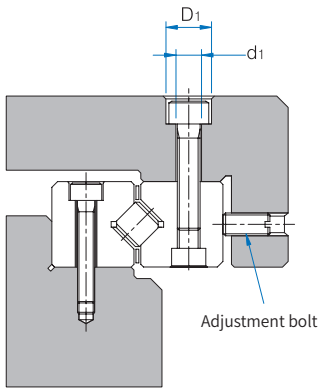

Figure 3. An example of preload adjustment
4) Center the cage and set the dial gauge as shown in Figure 3. Lightly tighten the adjustment screws in the cage length area to set the dial gauge to zero.